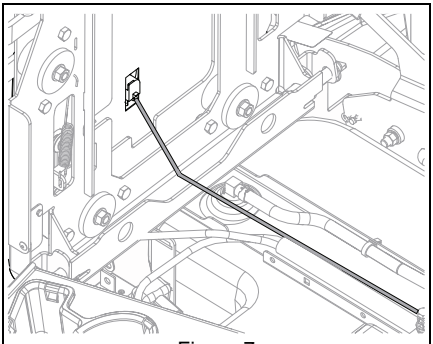

Figure 7
2. Connect operator presence cable. See Figure 7.